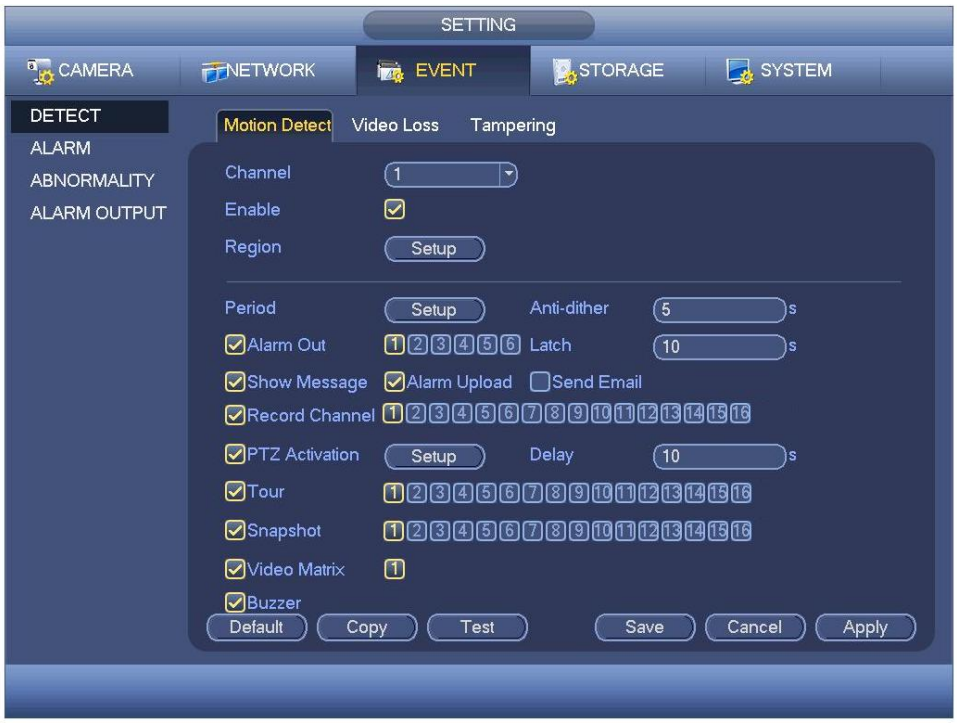

Figure 4-42
a) From Main menu->Setting->Event->Detect, you can go to the following interface. See Figure 4-42.